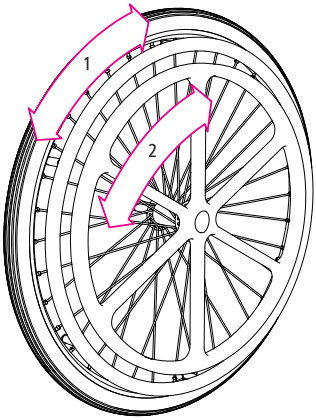

afb. 13
1. Om rechtdoor te rijden worden de binnenste en buitenste hoepels tegelijk aangeduwd (1+2, afb. 13).
2. De buitenste hoepel (1, afb. 13) stuurt de actieve kant aan en de binnenste hoepel (2, afb. 13) de passieve kant.